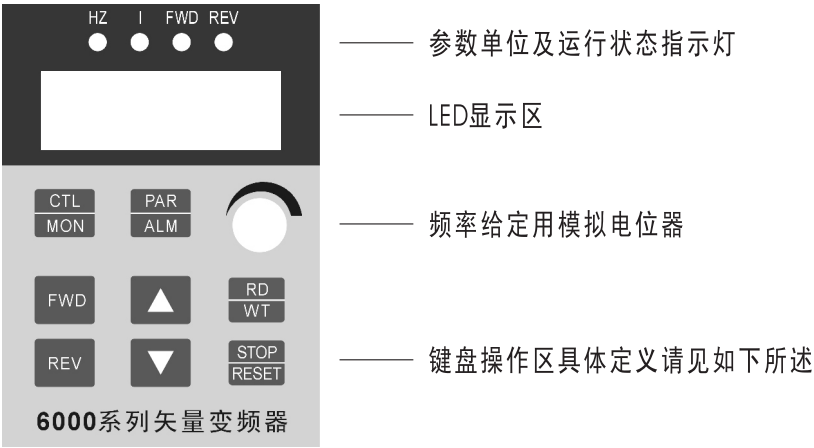

图5-1 KM6000 小 键盘平面图
7.5KW(包含7.5KW)以上机型采用KM6000大 操作键盘，具体介绍如图5-1、5-2所示。